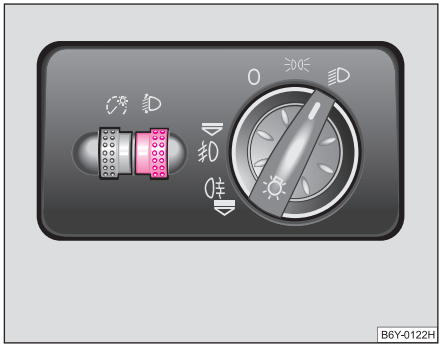

Fig. 34 Tabloul de bord: Adaptarea farurilor
– Rotiţi regulatorul rotativ ⇒ fig. 34, până când lumina de întâlnire este reglată astfel încât să nu îi orbească pe participanţii la trafic.